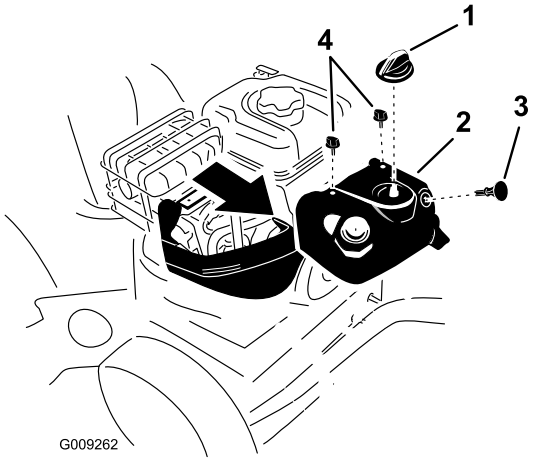

Rysunek 33
Informacja: Aby uzyskać dostęp do świecy, należy najpierw ściągnąć górną część osłony przeciwśniegowej (Rysunek 33).
1. Usuń gałkę regulacji ssania i kluczyk zapłonu (Rysunek 33).
2. Odkręć 2 śruby mocujące górną cześć osłony przeciwśnieżnej (Rysunek 33).